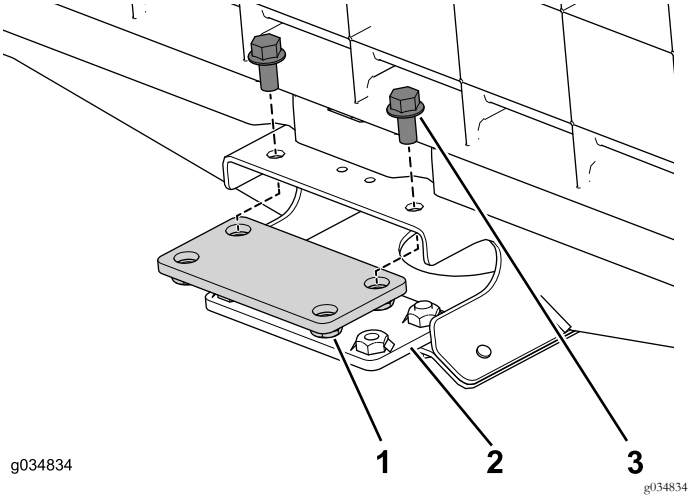

Bild 21
1. Befestigen Sie die oberen und unteren Verbindungsplatten mit den vier Bundbolzen (3/8" x ¾") lose am mittleren Kanal am vorderen Abschnitt (Bild 21).